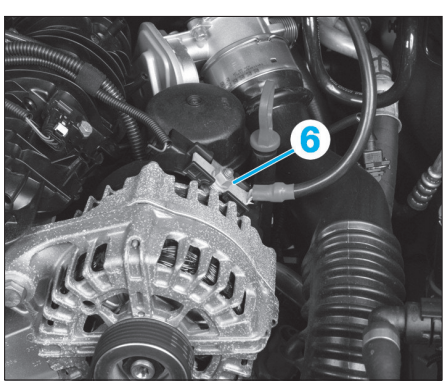

Fig. 88
• Sur l'alternateur, déposer l'écrou (6) **(Fig.88)**.